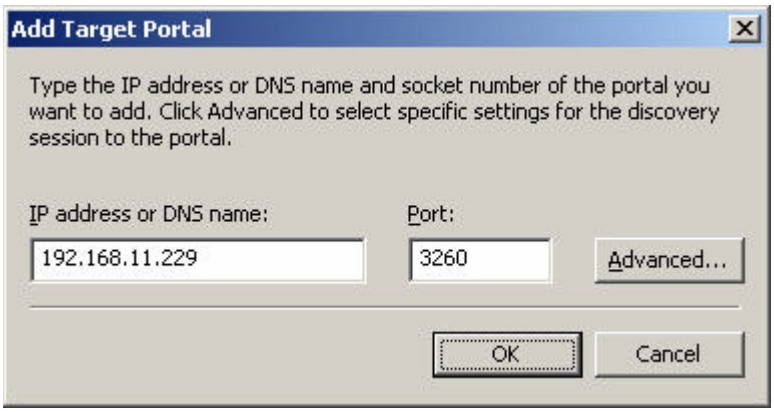

Figure D.2
3. Click **"Add"**. Input IP address or DNS name of iSCSI storage device. Please see Figure D.2.